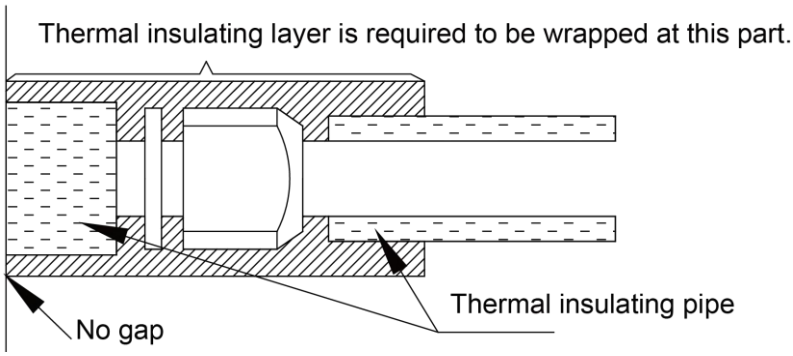

Fig. 21
4) Joints of indoor and outdoor unit should be wrapped with insulating material and leave no gap between pipe and wall. See Fig.21.